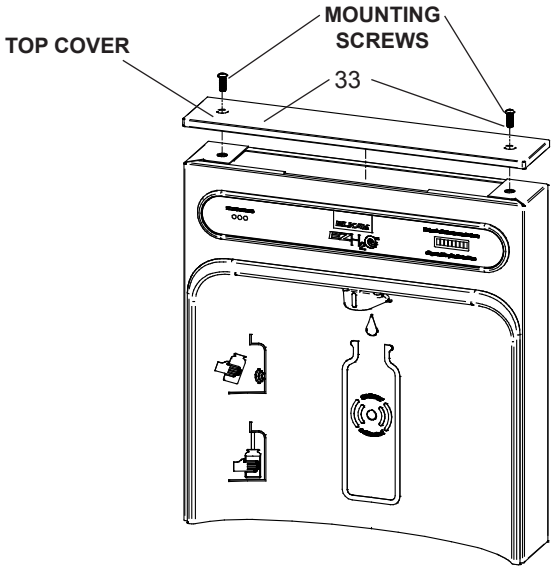
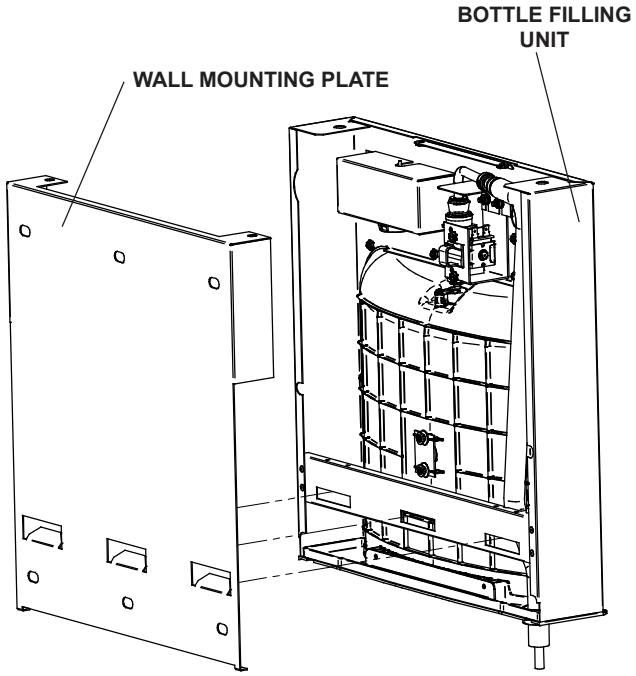

Fig. 9
Fig. 12
1) **Remove two (2) mounting screw**s with 5/32” Allen wrench holding top cover to Bottle Filler (See Fig. 9). Remove top cover. Note do not discard mounting screws, they will be needed to reinstall top cover.
8) **With the power cord and waterline through hole** on top of water cooler place Bottle Filler on the three (3) angled tabs protruding from the wall mounting plate installed on wall. Make sure round boss in gasket fits in hole of basin. (See Fig. 12).
9) **Once Bottle Filler is installed on wall plate tabs,** water line and power cord are installed properly, push top of Bottle Filler toward wall and line up top cover two (2) holes.
10) **Reinstall Top Cover on Bottle Filler** (See Fig. 9) with two mounting screws from step 1 above. Caution, do not over tighten screws.